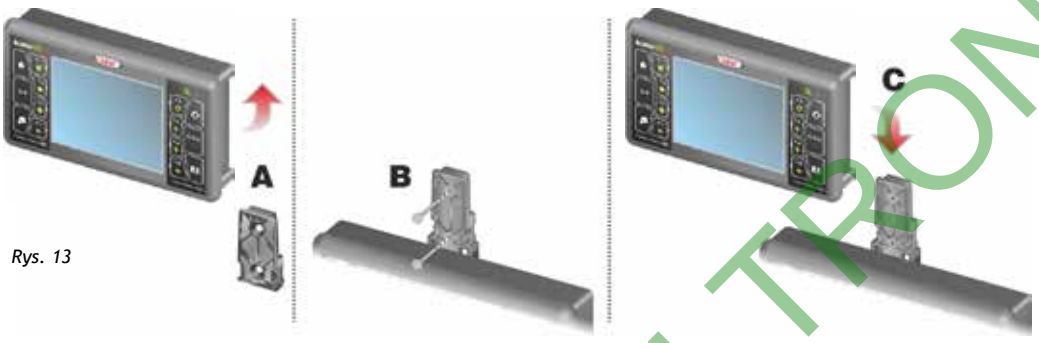

Rys. 13
Monitor musi być ustawiony po przymocowaniu specjalnej podpory w wymaganym miejscu. Podpora musi być ściągnięta z monitora (A, Rys. 13) i przymocowana za pomocą dostarczonych śrub (B). Po sprawdzeniu perfekcyjnego przymocowania podpory, założyć na nią monitor i naciskać aż do jego zablokowania (C).